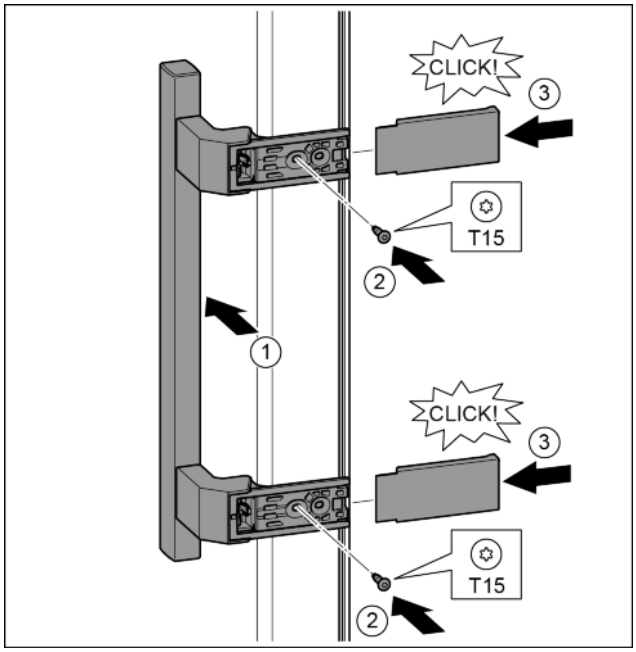

Fig. 19
▶ Position the handle on the other side. *Fig. 19 (1)*
▶ Tighten the screws with the T15 screwdriver. *Fig. 19 (2)*
▶ Position the covers on the side and push in. *Fig. 19 (3)*